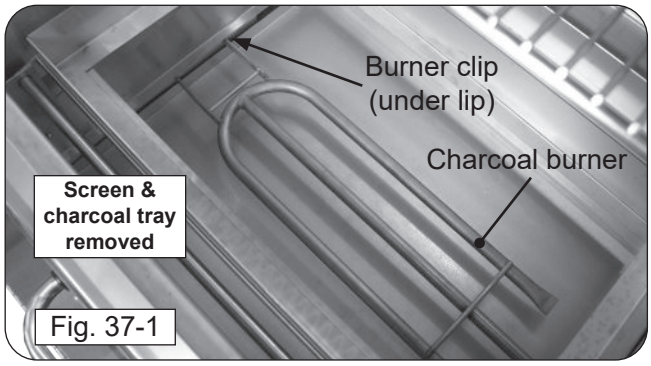

Fig. 37-1
2. Remove the charcoal screen and charcoal tray (see Fig. 37-1).
3. Remove the burner clip that is located on the inner left most wall. It is located toward the bottom, directly to the left of the charcoal burner (see Fig. 37-1 & 37-2). Use a flathead screwdriver to assist in removal.